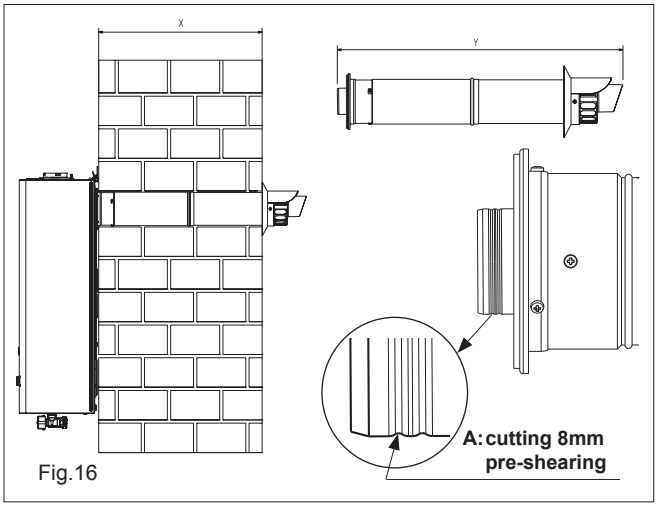

Fig.16
4.5.1.2 FITTING THE REAR FLUE (fig. 16) (rear flue outlet only)
NOTE: The inner 60mm pipe of the rear flue terminal must be cut by 8mm at the point indicated (fig. 16 pos. A).